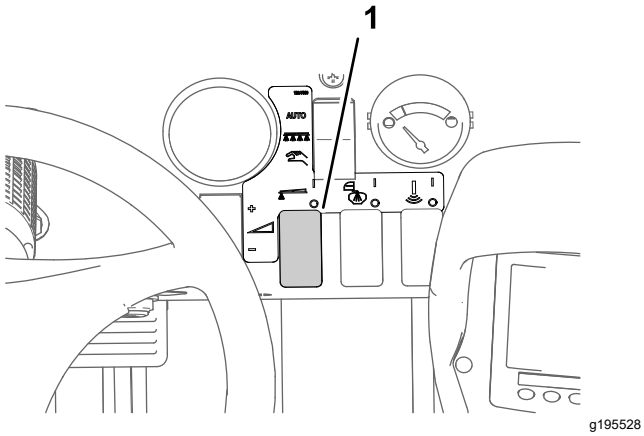

Рисунок 47
8. С помощью переключателя нормы внесения установите необходимое давление, как описано в руководстве по выбору сопел, поставляемом вместе с опрыскивателем (Рисунок 47).